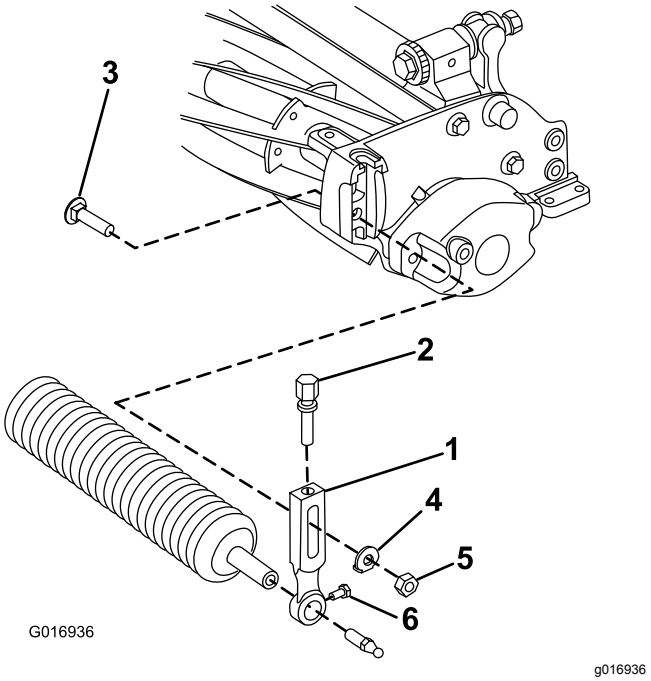

Figur 3
1. Ta bort plogbulten, brickan och flänsmuttern som håller fast en av klipphöjdsarmarna vid klippenhetens sidoplåt (Figur 3).